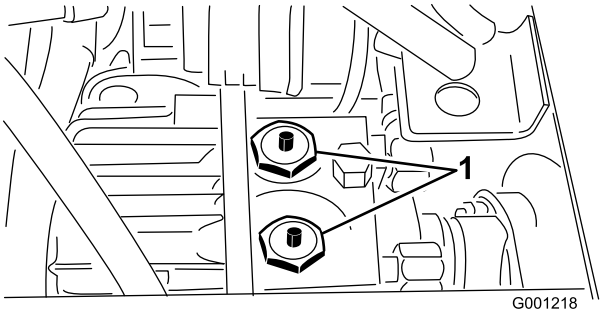

Figuur 33
2. Houd de pennen ingedrukt die zich bevinden in het midden van de twee (2) afsluitkleppen boven op de transmissie (Figuur 33), terwijl u de machine duwt of sleept.